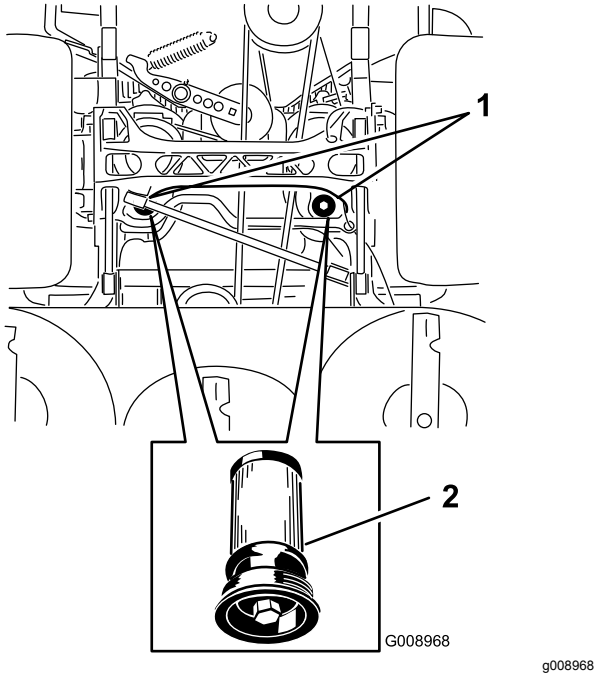

Figuur 83
5. Plaats een opvangbak onder het filter, verwijder het oude filter en veeg het oppervlak schoon (Figuur 83).
6. Smeer een dun laagje hydraulische vloeistof op de rubberen pakking van het nieuwe filter (Figuur 83).